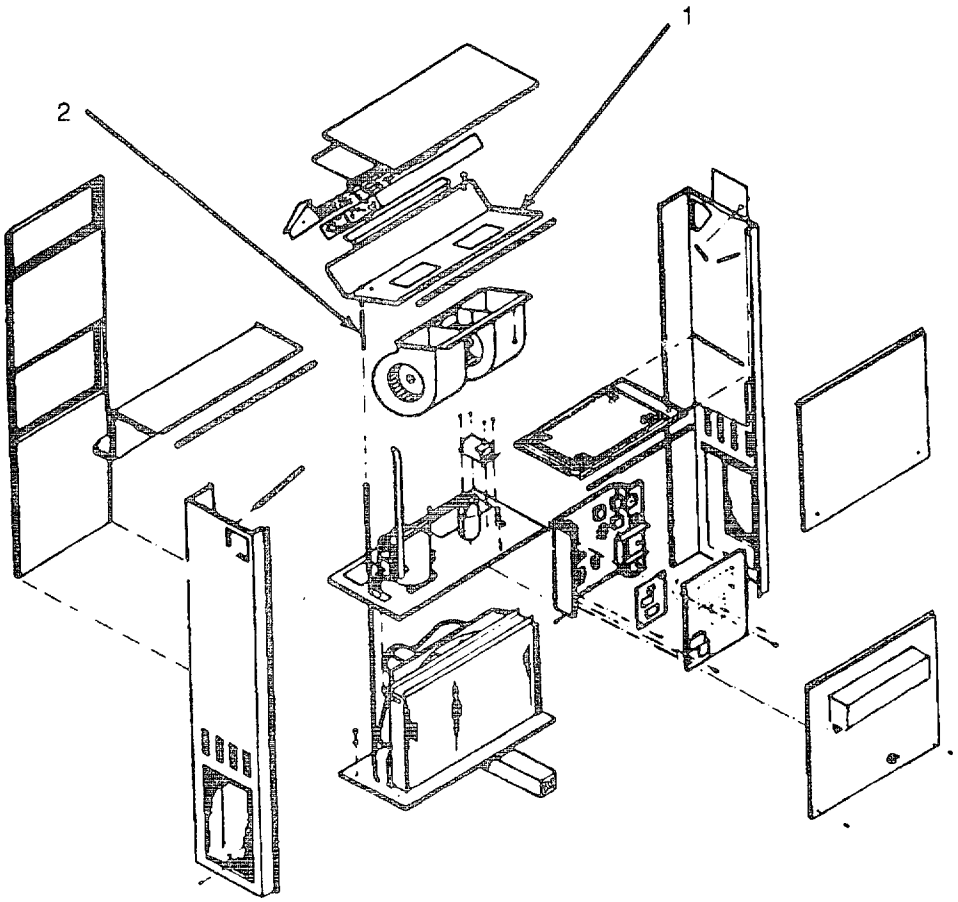

Figure 4-18. Condensate Drain
(1) Pour one cup of water into the condensate drain pan (1, Figure 4-18). Water should flow out of the pan through the condensate drain line (2).
(2) Install both front door assemblies. See para 4-17.
(1) Flush the drain pan (1, Figure 4-18) with water and wipe dry with clean rags.
(2) Clean condensate drain line (2) and ensure there are no obstructions.
(3) Install both front door assemblies. See para 4-17.
(1) Slide the condensate drain line (2, Figure 4-18) off of the fittings on the bottom of the drain pan (1) and at the base of the air conditioner.
(2) Remove the condensate drain line from the air conditioner.
(1) Place new condensate drain line (2, Figure 4-18) in the air conditioner.
(2) Connect one end to the fitting on the bottom of the drain pan (1) and feed the other out the bottom of the air conditioner.
(3) Install both front door assemblies and left side door assembly. See para 4-17 and 4-19.